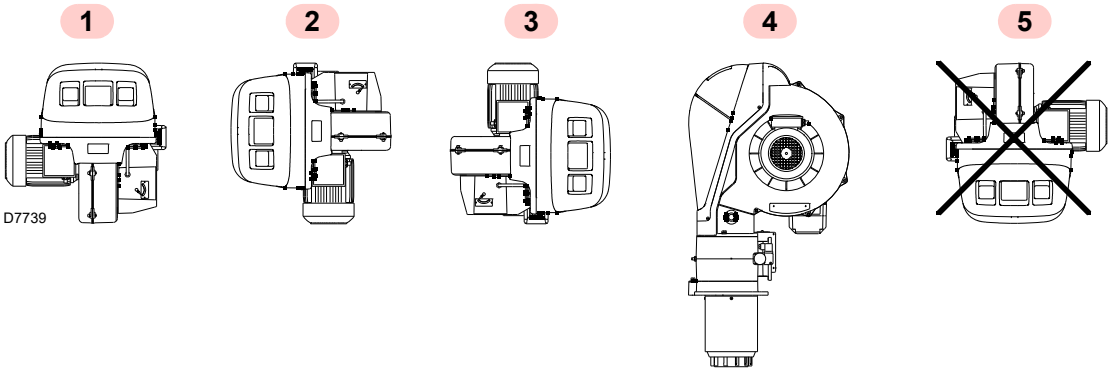

Fig. 13
- Arzătorul a fost pregătit exclusiv pentru funcționare în pozițiile **1**, **2**, **3** și **4** (Fig. 13).